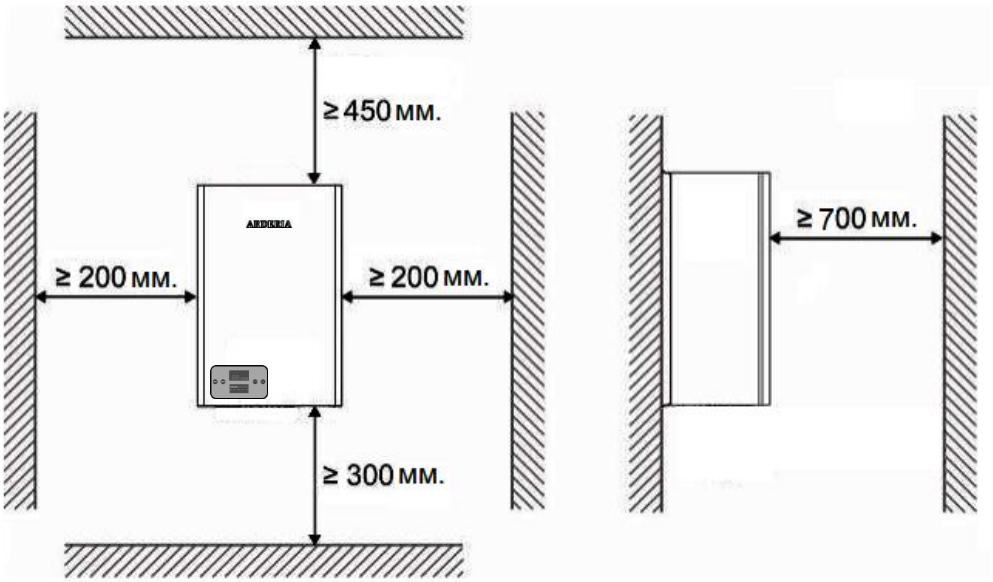

Рис. 9
- Установку электрокотла котла следует предусматривать исходя из условия удобства монтажа, эксплуатации и ремонта (См. Рис. 9)